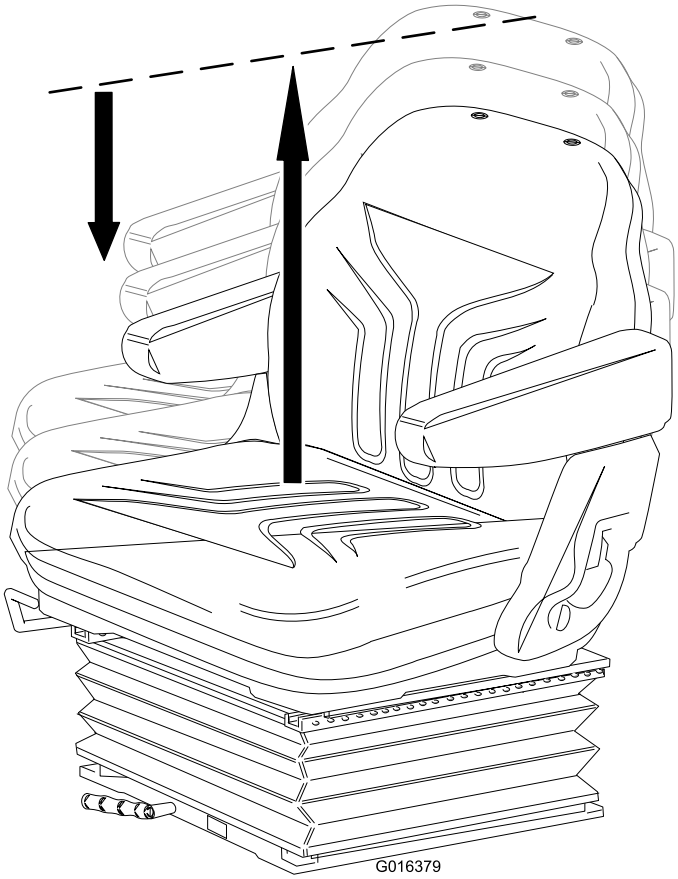

Rysunek 13
- **Regulacja wysokości:** Ręcznie podnoś fotel, aby stopniowo dostosować wysokość. Aby obniżyć fotel, unieś go powyżej najwyższej pozycji, a następnie pozwól mu opaść do najniższego ustawienia (Rysunek 13).